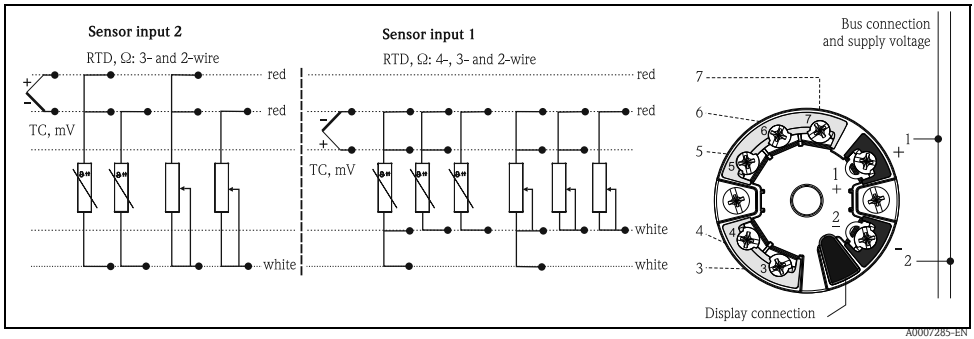

Fig. 5: Wiring the head transmitter
3. Connect the cables as shown in Fig. 5. If the head transmitter is fitted with spring terminals, please pay particular attention to → Page 31.